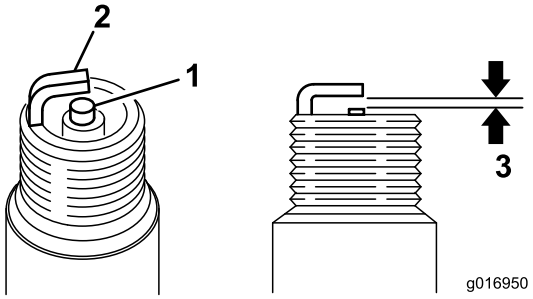

Figur 35
3. Indstil gnistgabet til 0,6 til 0,7 mm (Figur 35).